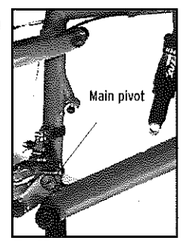

Fig. 57
4. Remove the main pivot bolt (Fig. 57).